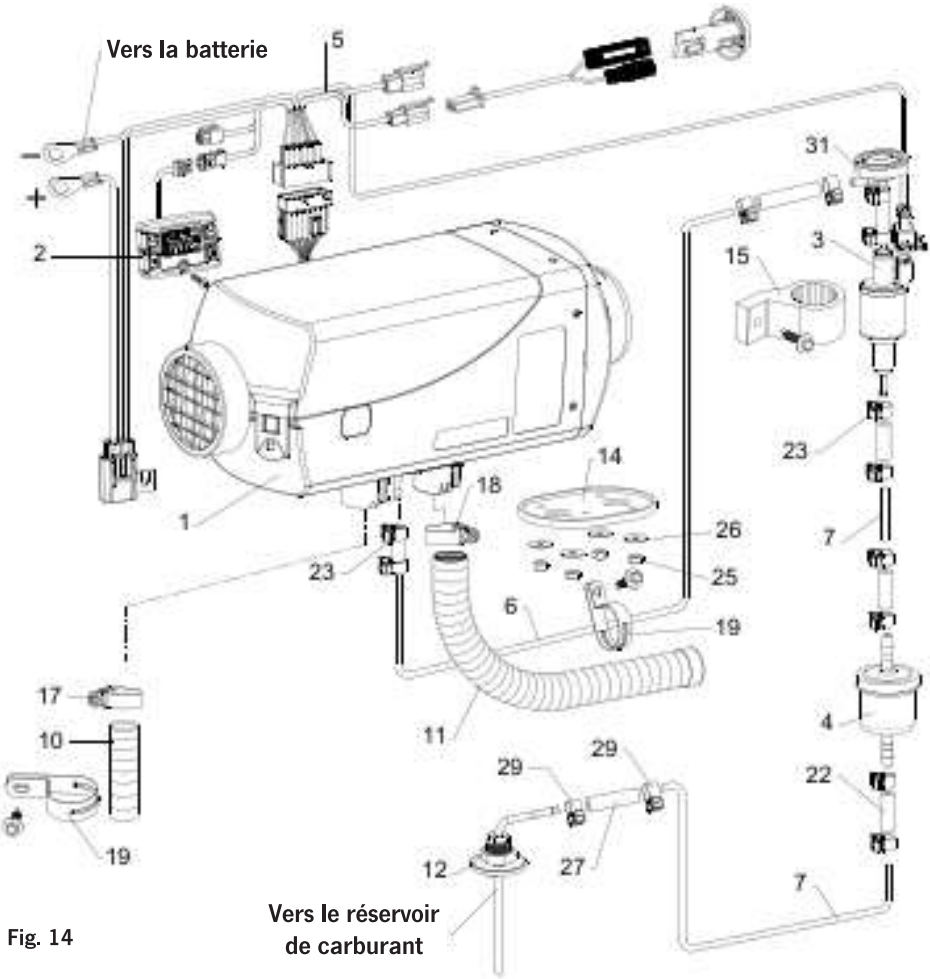

Fig. 14
32. VanHeat 4.0-DH | Informations sur le produit| Liste des pièces de rechange (Voir Fig. 14)